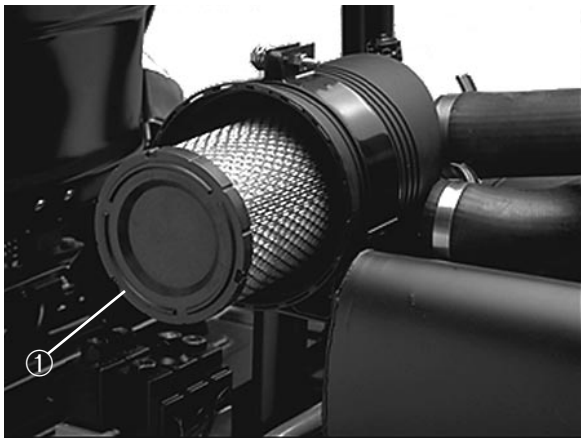

Bild 33
2. Den Hauptfilter (Bild 33) vorsichtig aus dem Filtergehäuse herausheben, um möglichst wenig Staub aufzuwirbeln. Anecken des Filters am Filtergehäuse ist zu vermeiden. Den Sicherheitsfilter nicht entfernen.